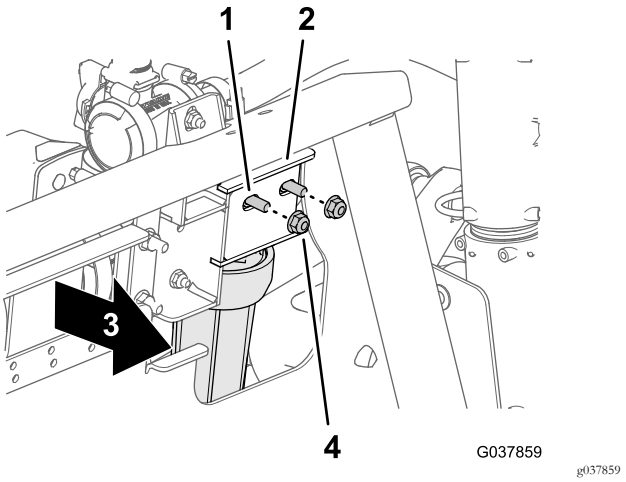

Figuur 62
3. Verwijder vooraan aan de linkerzijde van de klepbevestiging de 2 flensborgmoeren (5/16") waarmee het drukfilter bevestigd is aan de verdeelstukbeugel (Figuur 62).